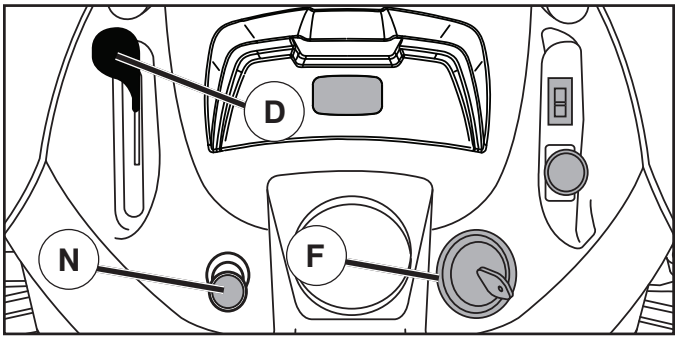

Fig. 7
PARA USAR EL CONTROL DE LA ACELERACIÓN (D) (Vea Fig. 7)
PARA USAR EL CONTROL DE ESTRANGULACIÓN (N) (Vea Fig. 7)
MOVERSE HACIA ADELANTE Y HACIA ATRÁS (Vea Fig. 7)